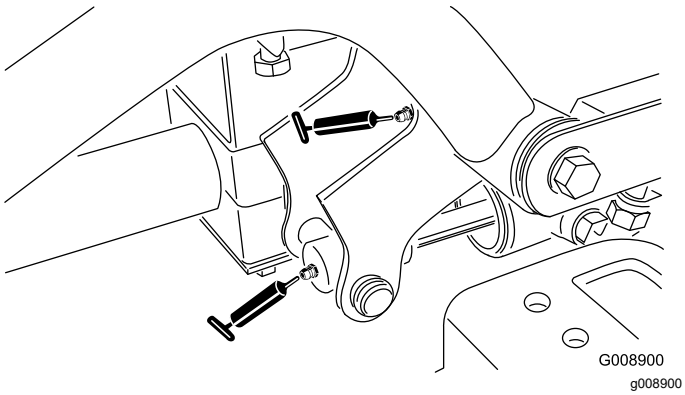

Figuur 62
- Draaipunt van voorste hefarm rechts en hefcilinder (2 nippels – Figuur 62)